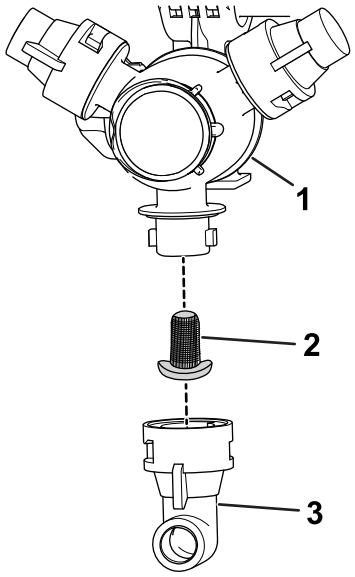

図 52
2. タレットからノズルを外す図 52。
3. ノズルフィルタを取り外す図 52。
5. ノズルフィルタを取り付ける図 52。
6. タレットにノズルを取り付ける図 52。